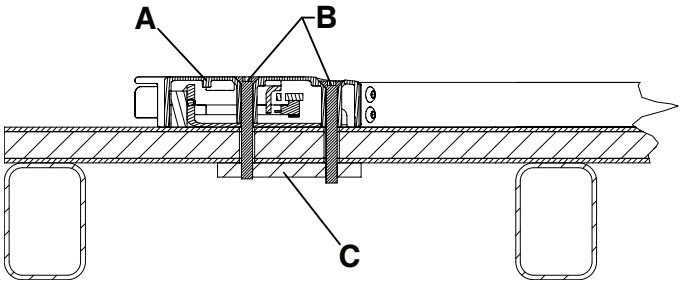
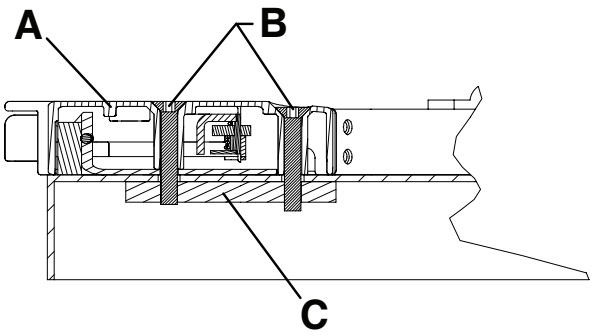

Figur 7 – Gulvmontering, fodende – Eksempel 3A
Figur 8 – Bakkemontering, fodende – Eksempel3B
3. Huset på fodendens lås (A) forankres til gulvet eller bakken med fire M8 cylinderskruer (B) (medfølger ikke).
Bemærk - Der kræves en stålplade (C) (eller lignende) som ekstra støtte (medfølger ikke) (Figur 7 eller Figur 8).